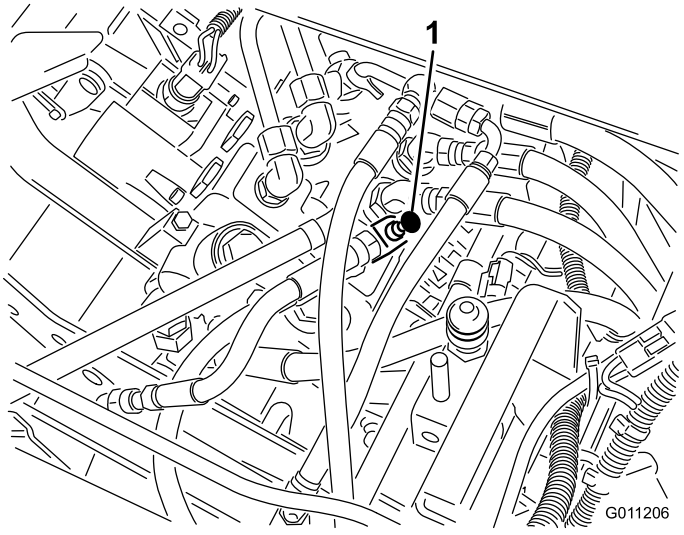

Figur 45
1. Løft sædet, og find strømreguleringsventilen, som er monteret på hovedreguleringsventilen (Figur 45).